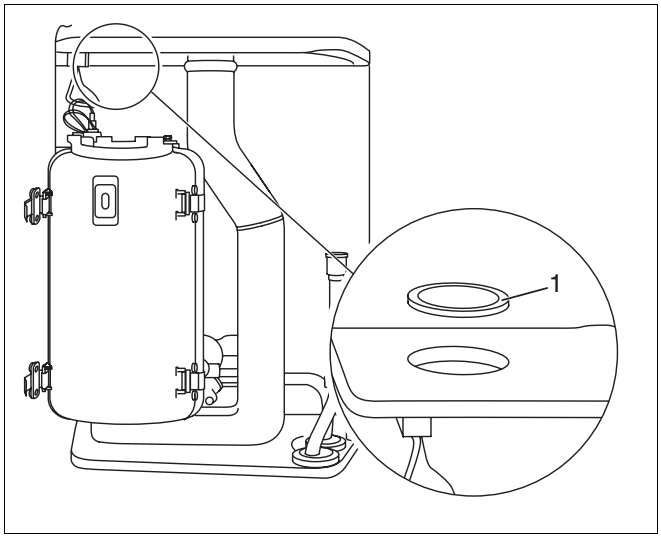

Rys. 48 Demontaż uszczelki gumowej
- Wycisnąć uszczelkę gumową (rys. 48, **poz. 1**) z komory spalania od wewnątrz do góry.